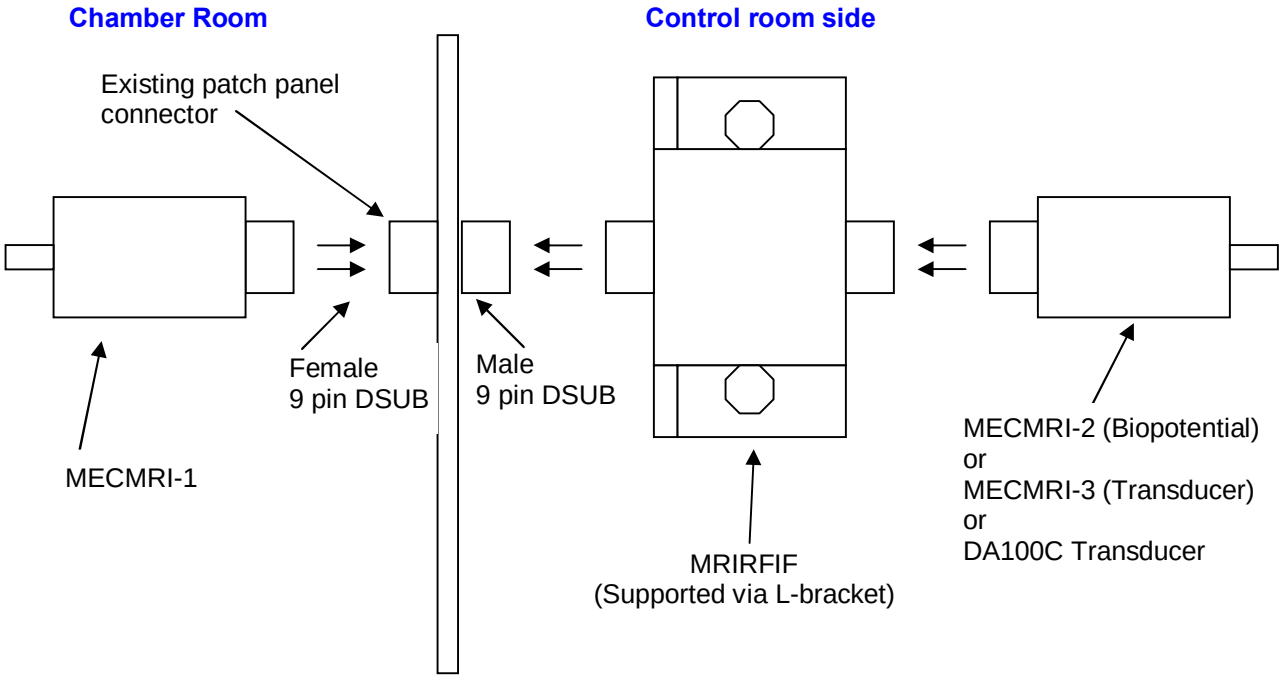

Figure 2: Cabling sequence using existing patch panel connector
- See Figures 2, 3, 4 (Installation method B) for details.